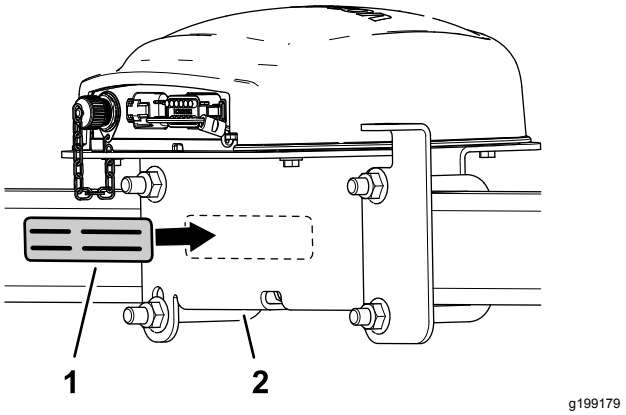

Figur 152
7. Fest seriemerket til mottakerfestet (Figur 152).